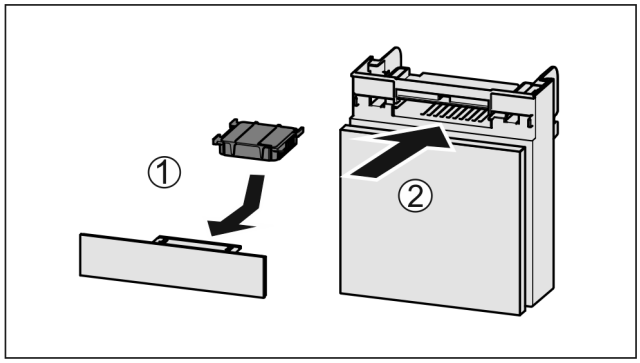

Fig. 144
▶ Filtr s aktivním uhlím vložte podle vyobrazení *Fig. 144 (1)*.
▶ Zásuvku zasuňte *Fig. 144 (2)*.